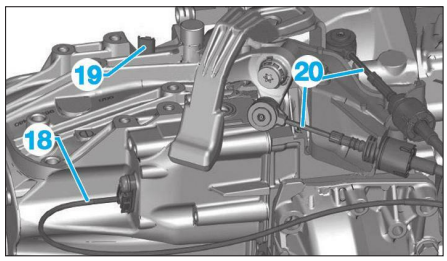

**Fig. 70**
- le dispositif de marche arrière (18) **(Fig.70)**.
• Déconnecter le connecteur (19) du contacteur des feux de recul.
• Désaccoupler et dégrafer les câbles de commande de boîte de vitesses (20).